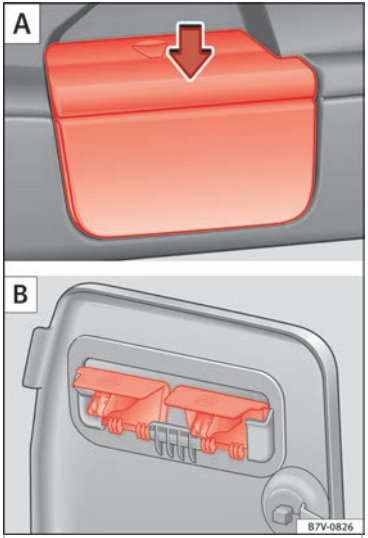

Fig. 165 Remove the shelf supports A then put them away safely B.
- Remove the shelf from the support in the side lining ››› **Fig. 165 A**. To do this, press the shelf upwards (arrow) and remove it.
- Open the compartment in the left-hand side boot lining ››› **page 163** and hook the shelf to the rear of the compartment lid ››› **Fig. 165 B**.